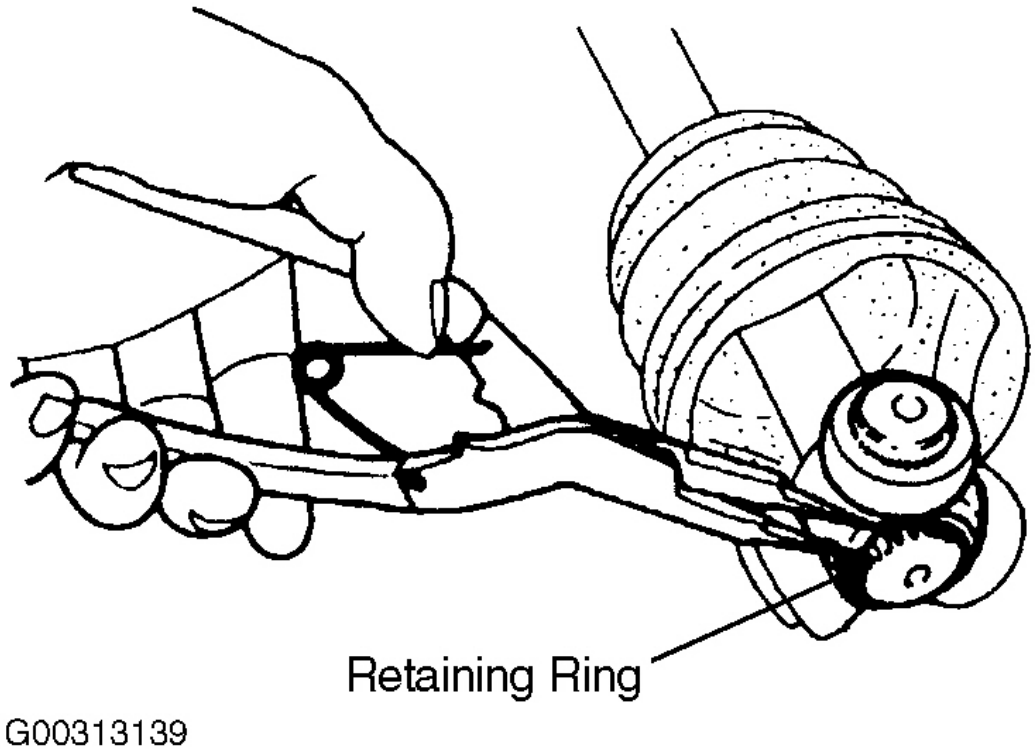

Fig. 25: Instalación de anillo de sujeción del trípode conjunta
12. Instalar el anillo de sujeción del conjunto del trípode. Ver **La Fig. 25** .